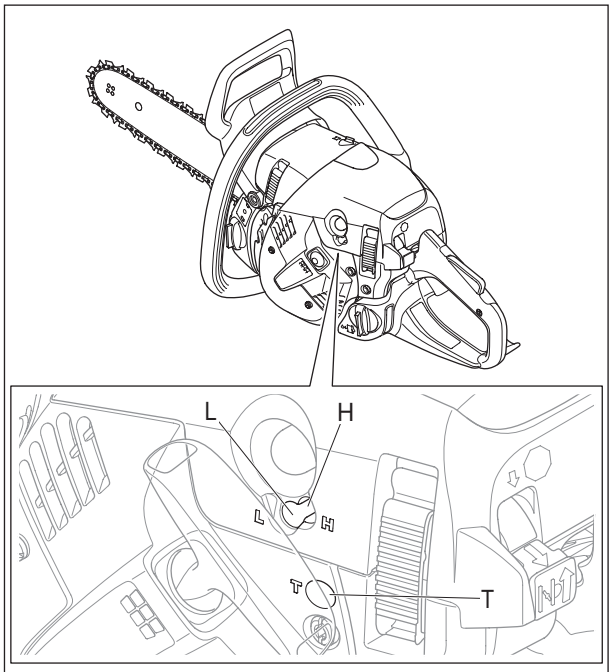

Abb. 44
(Siehe Abb. 44.)
4. Kraftstoffschlauch (B) und Rücklaufschlauch der Kraftstoffpumpe (D) ausbauen. (Siehe Abb. 44.)